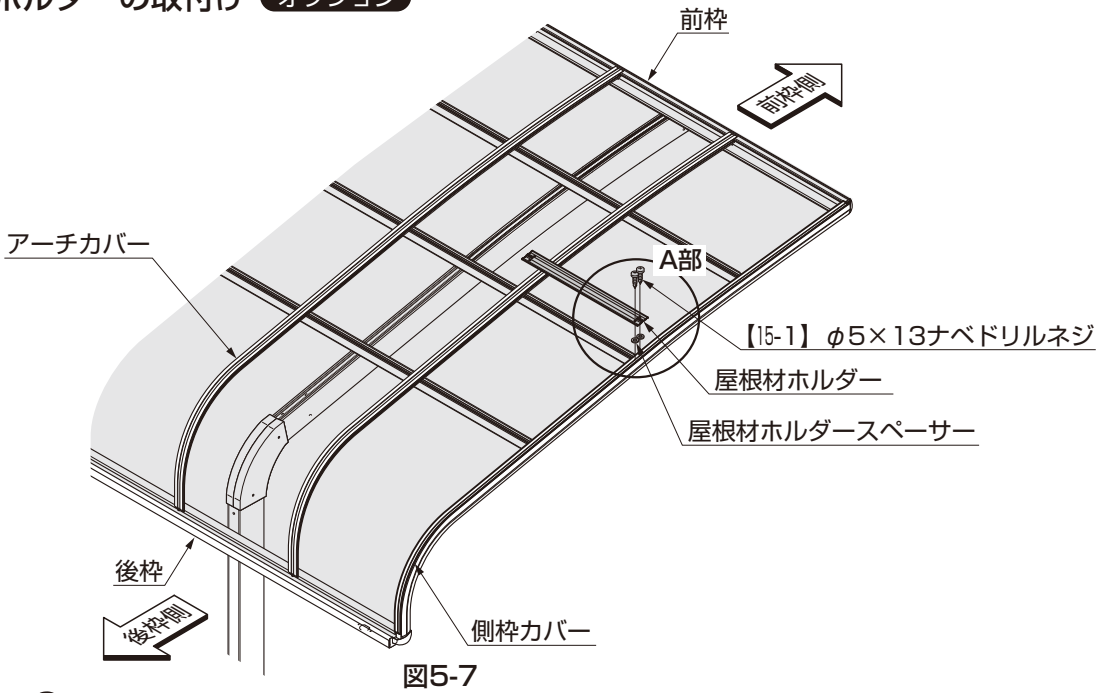

図5-7
①屋根材ホルダーを後枠側から数えて2本目の母屋の真上の位置に【15-1】で取付けてください。(図5-7参照)